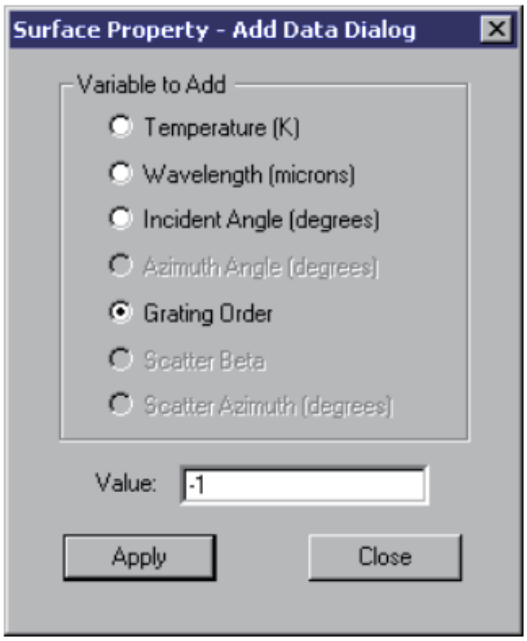

FIGURE 9.48 - Adding a grating order using the Add Data dialog box.
4. 反射光と透過光の回折次数と効率を入力してください。図 9.48 に示すように、追加ダイアログボックスに新しい次数を入力し、それぞれ適用をクリックすることで、必要なだけ次数を追加できます。